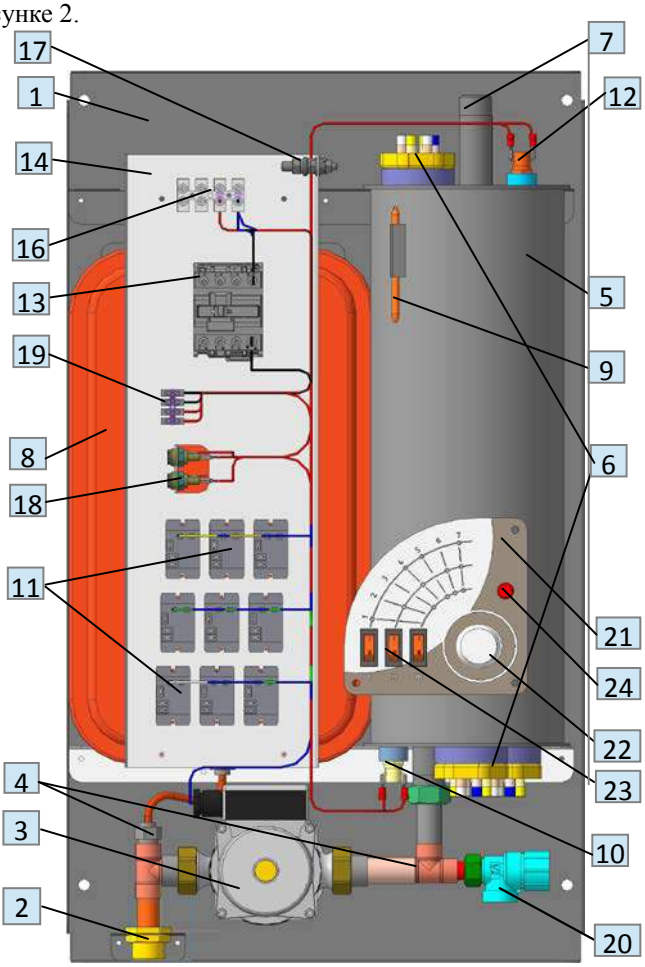

Рисунок 2
6.6 Зажим винтовой XT2 (19) (рисунок 2) предназначен для подключения внешнего термостата, ведущего котла или модуля дистанционного управления ЭВАН GSM-Climate (ZONT-H1V), WiFi-Climate (ZONT-H2) или их аналогов. Отключение нагрева можно реализовать подключением к контактам зажима винтового XT2 "Датчик температуры воздуха" нормально замкнутого датчика (разрывающего цепь при достижении требуемой температуры).